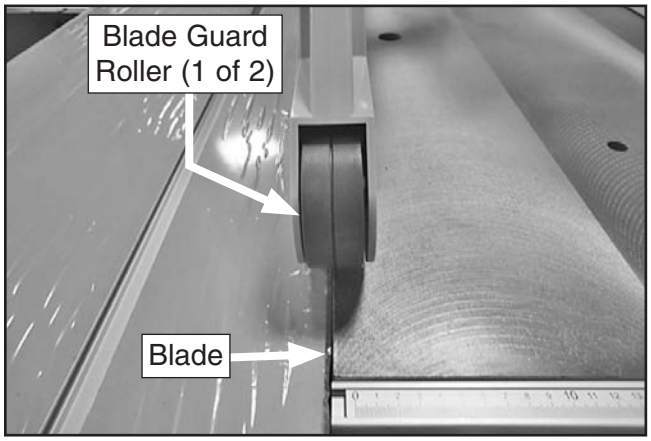

Figure 58. Blade guard rollers centered over blade.
59. Slide upper support arm until at least one blade guard roller is centered over blade (see **Figure 58**), then tighten hex bolt from **Step 55** on **Page 35** to secure upper support arm.
60. Ensure front and rear blade guard rollers are parallel with blade (see **Figure 58**).